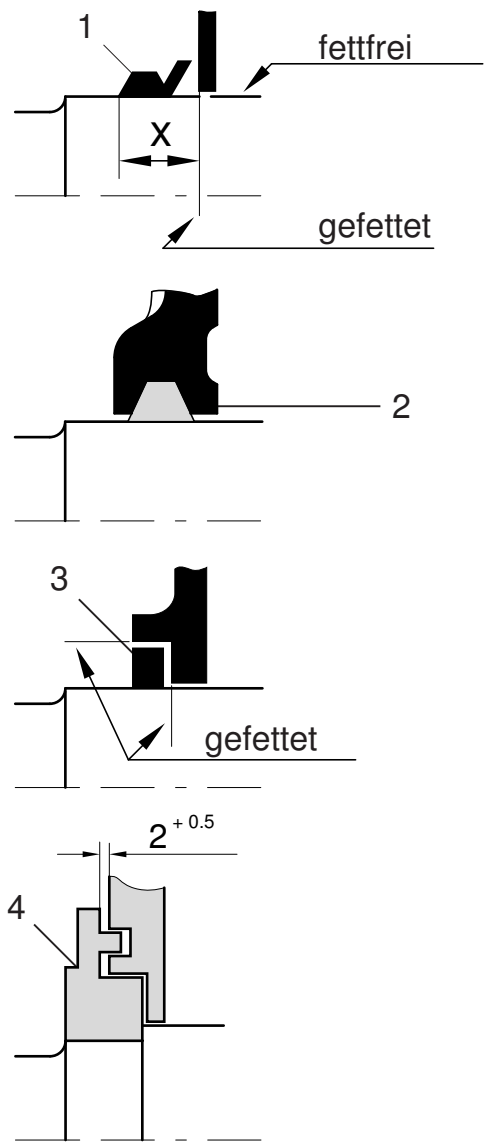

Bild 11: *1 V-Ring*
5.4 Lagerdichtungen (Bild 11)
- Neue Filzringe (2) vor dem Einbau in die Lagerdeckel in 80°C heißem, hochviskosem Öl gut tränken.